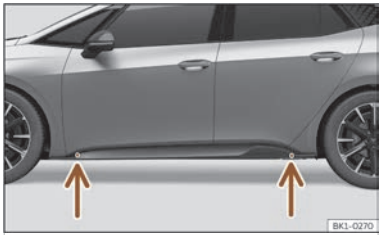

**Fig. 212** Jack position points.
- Look on the crossbar for the mark of the jack support point (sunken area) closest to the wheel to be changed ››› **Fig. 212**.